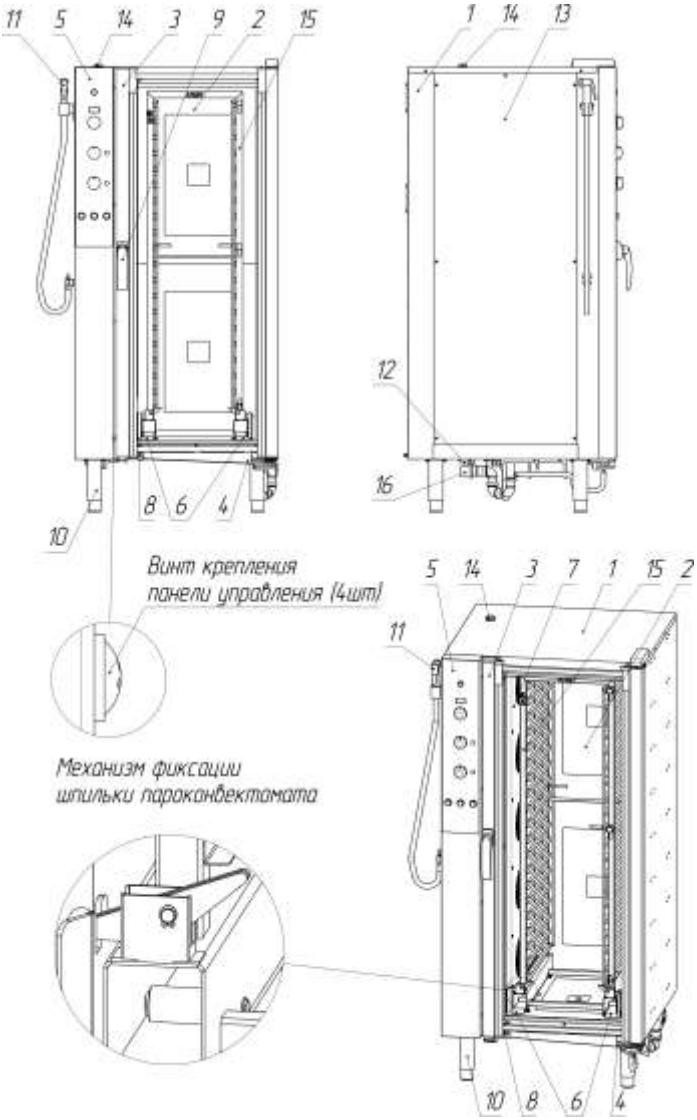

Рис. 1 Общий вид.
- Изделие состоит из корпуса (1) (Рис.1), рабочей камеры (2), закрываемой дверью (3). Под дверью расположен лоток (8) для сбора конденсата. На передней части корпуса расположена панель управления (5). В рабочей камере расположены направляющие (6) для установки шпильки KAYMAN СШ-01-20-И А для пароконвектомата
- В целях безопасности ТЭНы и вентилятор отделены от рабочей камеры защитной решеткой (7). На решетке также расположен лоток для подачи воды на лопасти вентиляторов и ТЭНы.
- Дверь (3) имеет двойное остекление, внутреннее стекло установлено на шарнирах и может открываться для очистки. Между стеклами двери находится светильник для освещения камеры. Внизу двери установлен лоток (4) для сбора конденсата с двери.
- Замок двери (9) выполнен с одноходовым механизмом открытия.
- Регулируемые опоры (10) позволяют надежно установить изделие в точном горизонтальном положении.
- эксплуатировать без защитной решетки в камере (7)(Рис. 1);
- использовать душирующее устройство (11) (Рис. 1) в целях охлаждения камеры. **При высоких температурах возможна деформация камеры!**
2.11. Вода, которая используется для парообразования, должна быть очищена. Вода подводится к изделию через клапан (12) (Рис.1) с резьбой G3/4. В ней должны отсутствовать механические примеси размером более 0,05 мм. Жесткость воды должна быть не более 5 °dH (199 ppm (мг/л)). Рекомендуется использовать фильтр-систему PURITY C 500 Quell ST производства компании «BRITA». Для определения качества воды рекомендуется использовать кондуктометр HM Digital COM-100.
- дверь (3)(Рис. 1) пароконвектомата должна полностью и свободно открываться;
- съемная панель (13)(Рис. 1) должна быть легкодоступна для технического обслуживания, подключения к электросети;